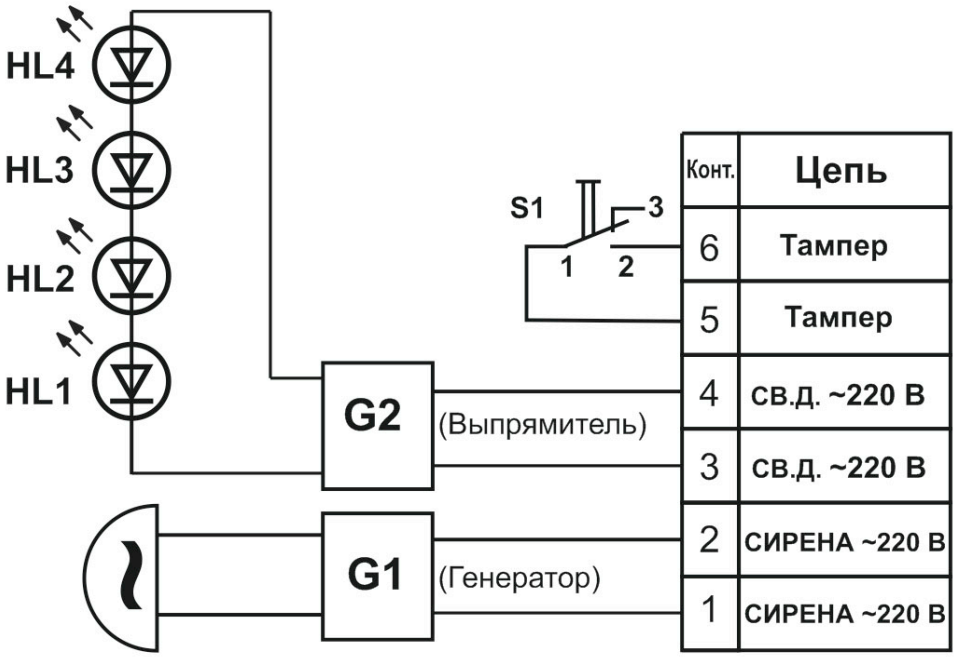

Рисунок 4
2) оповещатель «ГНОМ-5» (рисунок 4 приложения 1):